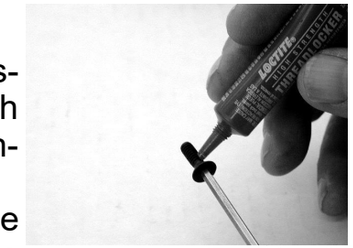

Figure 6
- Apply Red Loctite* generously to the cleaned screws and to the threads on the basket (Figure 6)